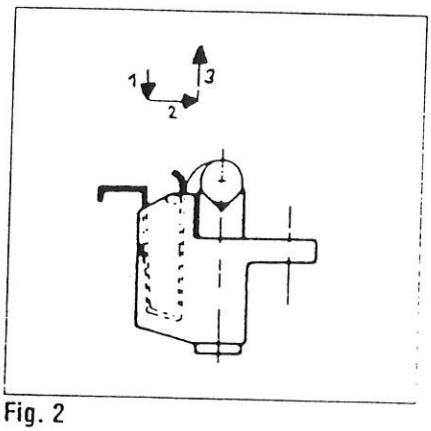

Fig. 2
Motors from Size 112 upwards (*Figs. 2 and 3*)
1. Press coil-spring holder in direction of arrow (observe sequence) (*Fig. 2*)